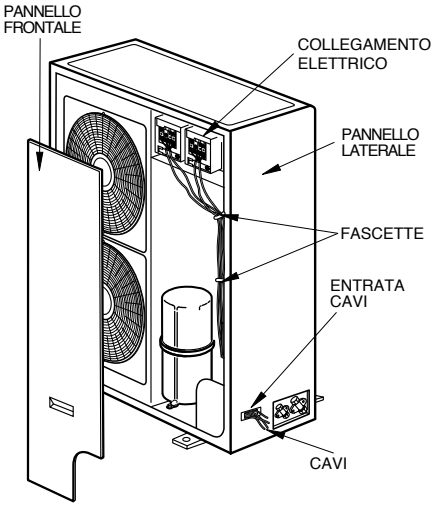

Fig. 18
(1) Togliere il pannello frontale (Fig. 18).
(2) Abilitare l'entrata dei cavi e proteggerla con il protettore di gomma.
(3) Far passare tutti i cavi attraverso questo protettore.
(4) Collegare l'unità esterna come indicato nello schema elettrico.
(5) Fissare tutti i cavi con le fascette.